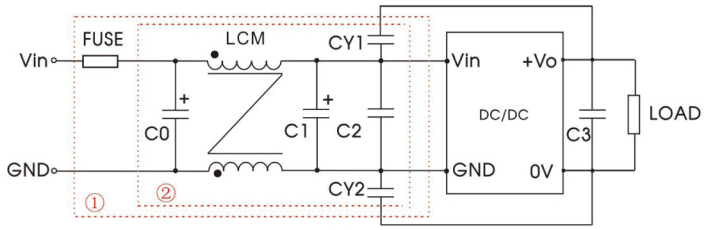

Fig. 3
| Emissions | CE | CISPR32/EN55032 CLASS B (see Fig.3 for recommended circuit) | |
| Emissions | RE | CISPR32/EN55032 CLASS B (see Fig.3 for recommended circuit) | |
| Immunity | EFT | IEC/EN61000-4-4 100KHz ±2KV (see Fig.3 for recommended circuit) | perf. Criteria B |
| Immunity | Surge | IEC/EN61000-4-5 line to line ±2KV (see Fig.3 for recommended circuit) | perf. Criteria B |
Notes: We use Part ① in Fig. 3 for Immunity tests and Part ② for Emissions test. Selecting based on needs.